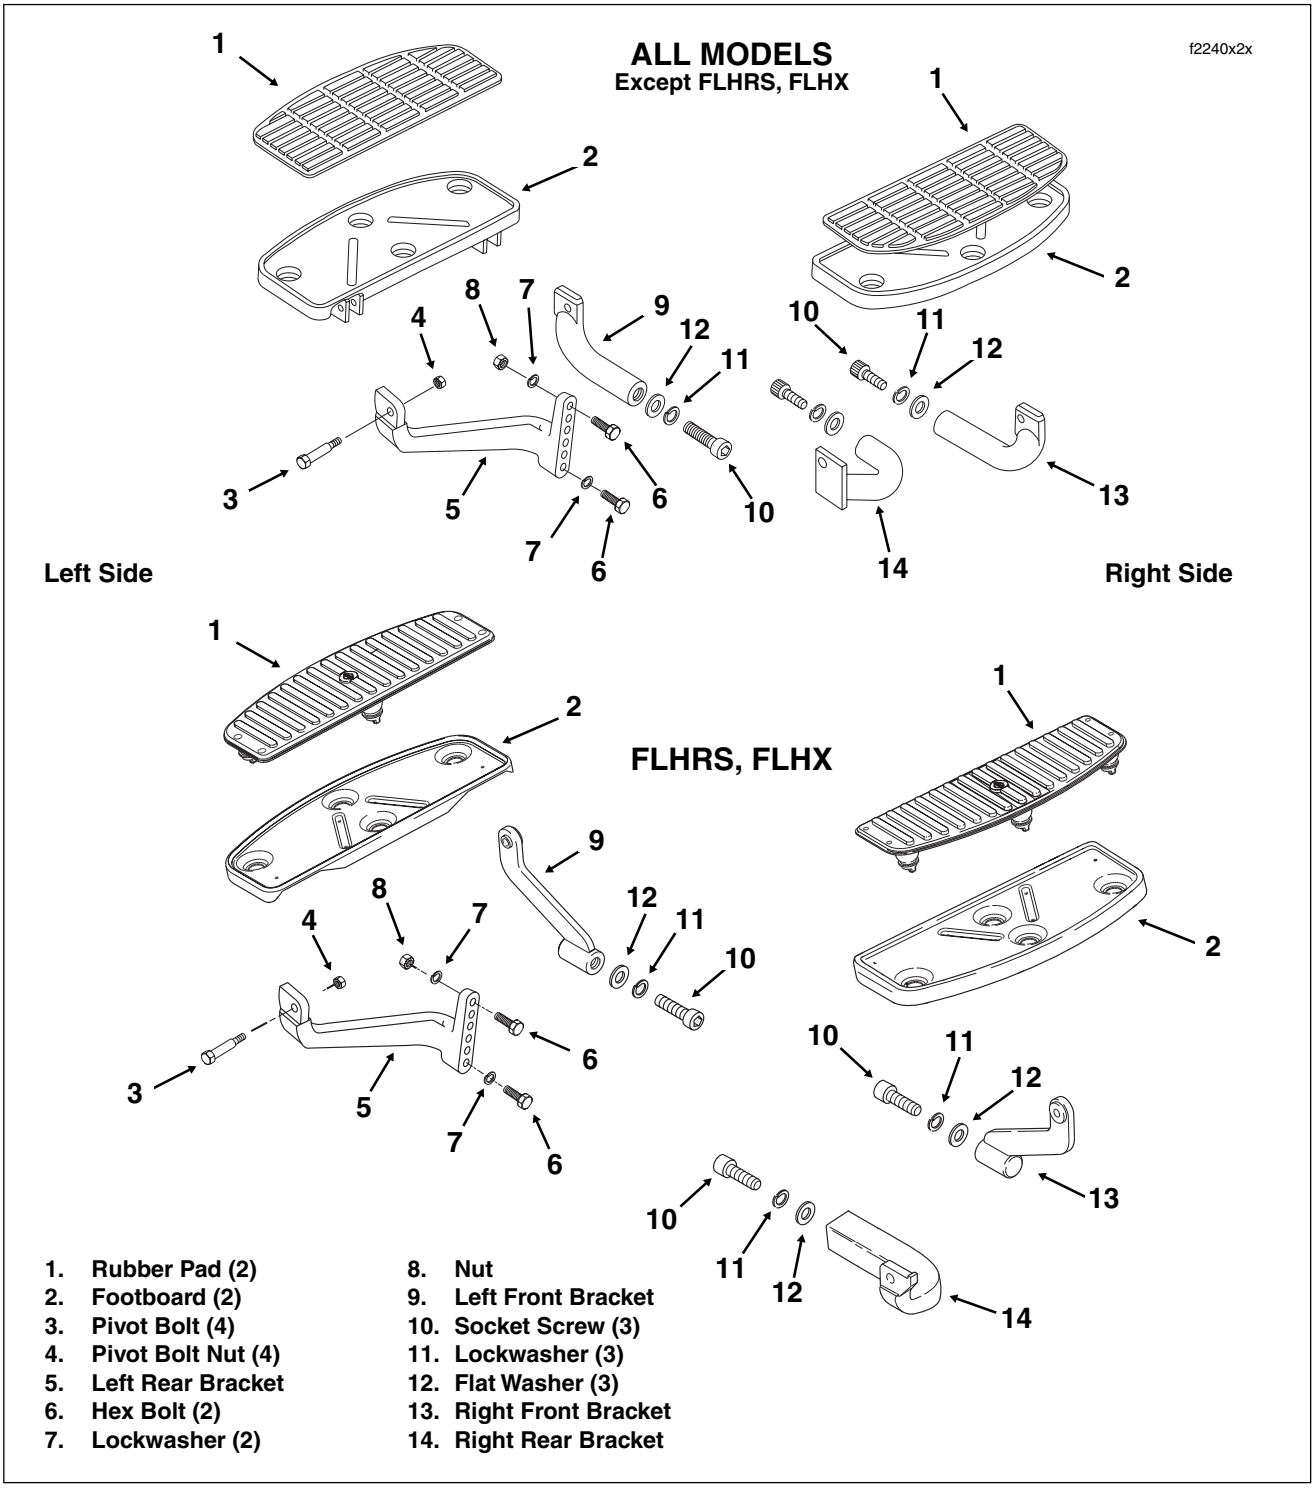

Figure 2-203. Rider Footboards
a. Remove two allen head socket screws (with lock washers and flat washers) to release footboard brackets from frame weldment. See Figure 2-203. For best results, approach from left side of motorcycle using a 3/8 inch ball allen with extension.
b. Remove socket screw (with lockwasher and flat washer) to release footboard forward bracket from frame weldment. See Figure 2-203. For best results, approach from opposite side of motorcycle using a 3/8 inch ball allen with extension.
a. Insert two allen head socket screws (with lockwashers and flat washers) through frame weldment into footboard brackets. See Figure 2-203. For best results, approach from left side of motorcycle using a 3/8 inch ball allen with extension.
a. Insert allen head socket screw (with lockwasher and flat washer) through frame weldment into footboard forward bracket. See Figure 2-203. For best results, approach from opposite side of motorcycle using a 3/8 inch ball allen with extension.